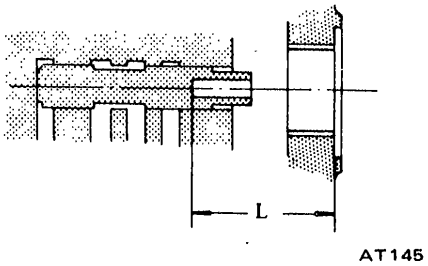

Fig. AT-77 Measuring the distance "L"
13. Check the length "L" between case end to rod end of vacuum throttle valve fully pushed in. Then select adequate diaphragm rod of corresponding measured length. See Figure AT-77.